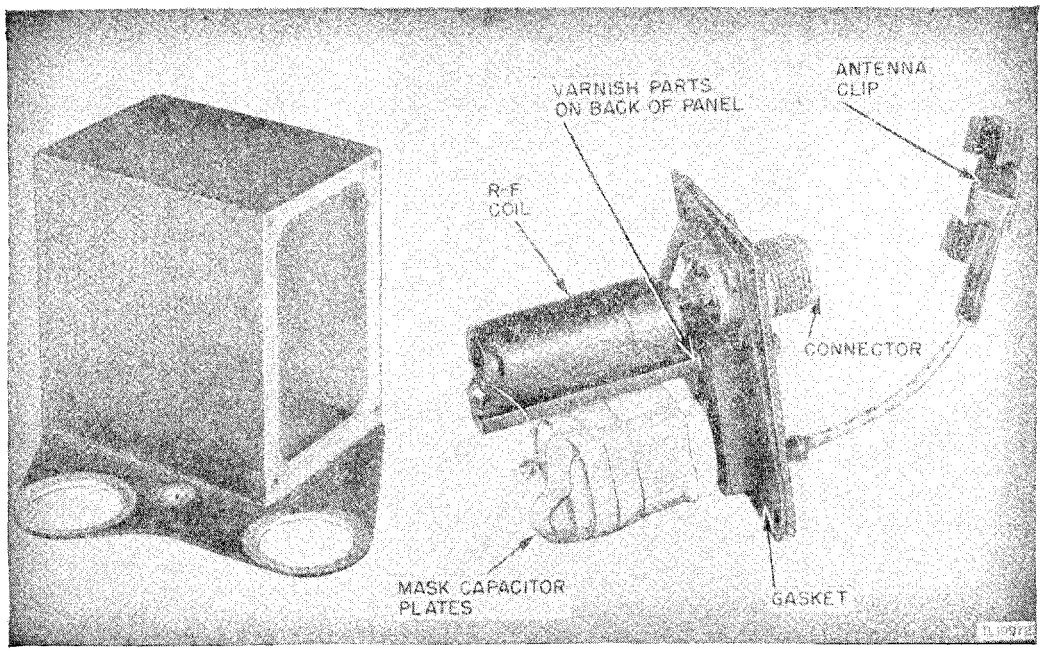

Figure 45. Coupling unit, masking.
(4) Disconnect the tranmission line from the coupling unit.
(5) Remove the four screws from the corners of the coupling unit panel. (See fig. 45.)
(6) Pull the panel forward. All of the components are mounted on the panel. The container does not require any treatment.
(4) Tuning capacitor in the coupling unit. (See fig. 45.)
f. VARNISHING (par. 43*f*). (1) Apply varnish by brush to the wires and insulators on the loop trimmer capacitor, and to the wires, insulators, and transformer of the coupling unit.